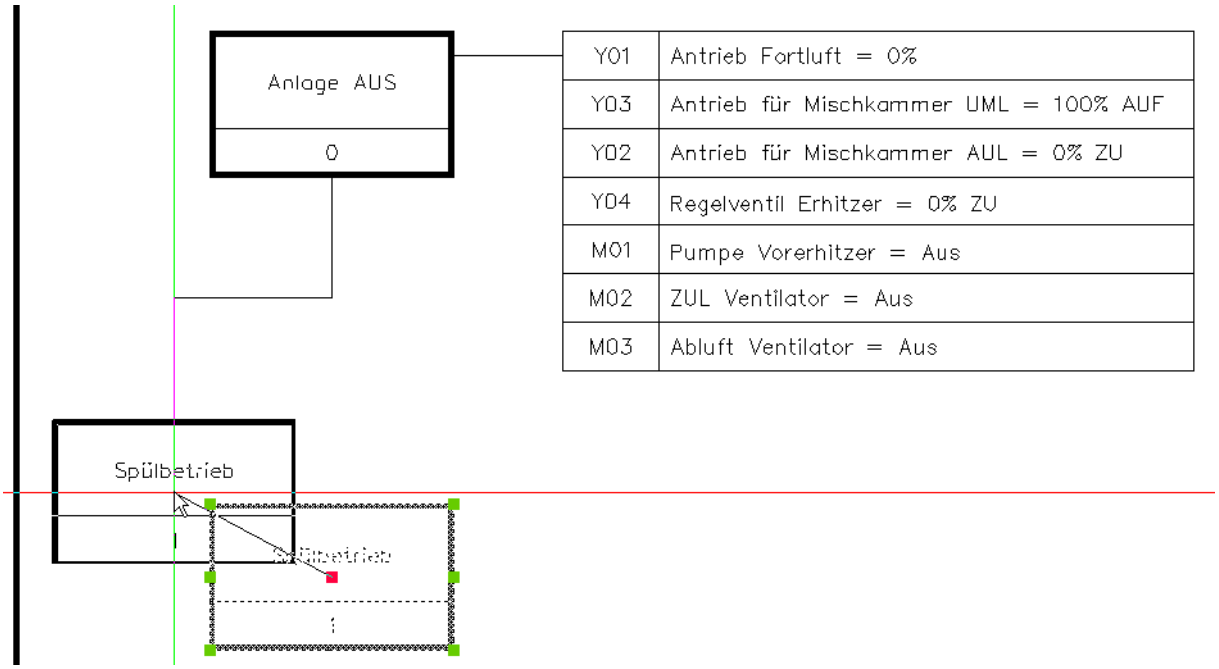

Bild 25.12 – Einmal verknüpfte Objekte bleiben in jeder Position miteinander verknüpft.
- Fügen Sie einen *Zustand* namens **Spülbetrieb** unterhalb des ersten ein. TRIC fragt Sie nun via Kommandozeile nach dem zu verknüpfenden Objekt. Klicken Sie daraufhin den Rahmen von *Anlage AUS* an, so wird eine Verknüpfungslinie eingezeichnet (Abb. 25.12).